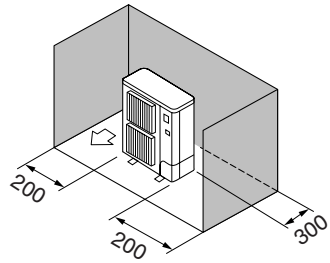

Fig. 3-7
③ Hindernisse nur auf der Rückseite und auf beiden Seiten (Fig. 3-7)